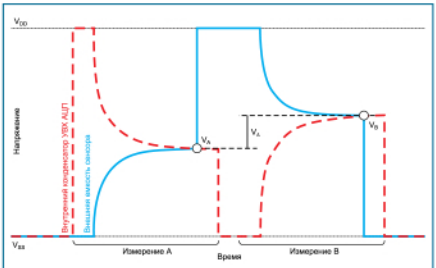

Рис. 4. *Дифференциальный CVD-метод измерения*
При дифференциальном CVD-методе производятся два последовательных измерения: в первом измерении (A) C_{HOLD} изначально заряжен, а C_{SENSOR} разряжен, а во втором измерении (B) наоборот — C_{HOLD} изначально разряжен, а C_{SENSOR} заряжен (рис. 4).